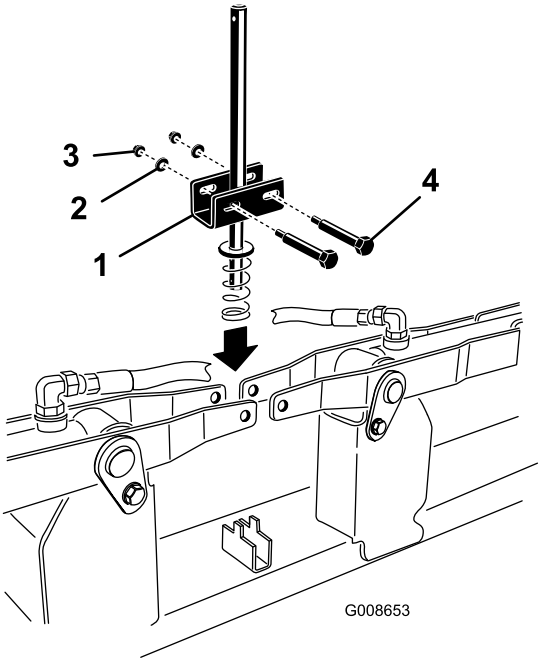

Figure 9
15. Mount the cylinder stop brackets to the turnaround shaft bracket with (2) shoulder bolts, 7/8 inch x ¼" inch thick spacers and flange nuts. Position the components as shown in Figure 9.